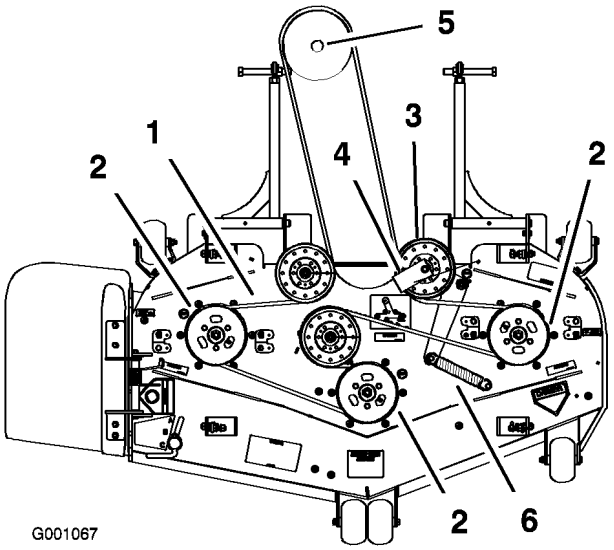

Figur 57
6. Monter den nye remmen rundt knivremskivene og girkasseremskiven under motoren (Figur 57).
7. Monter fjæren på lederullarmen (Figur 57).
8. Monter remføreren på den fjærbelastede lederullen i en vinkel på 45 grader som vist i Figur 57.